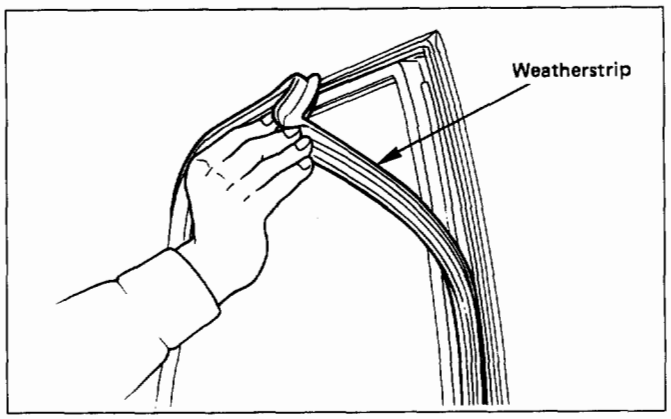

Fig. 10-89
- Pull the weatherstrip out from door frame. (Fig. 10-89)